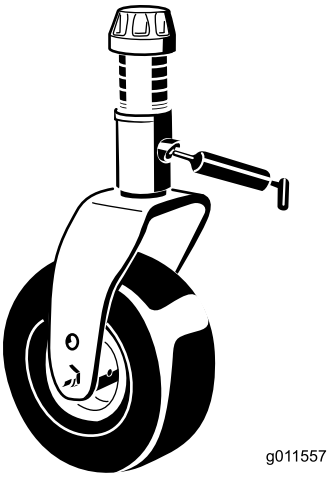

Figuur 39
- 2 lagerbussen van de as van de zwenkwielvork (Figuur 39)